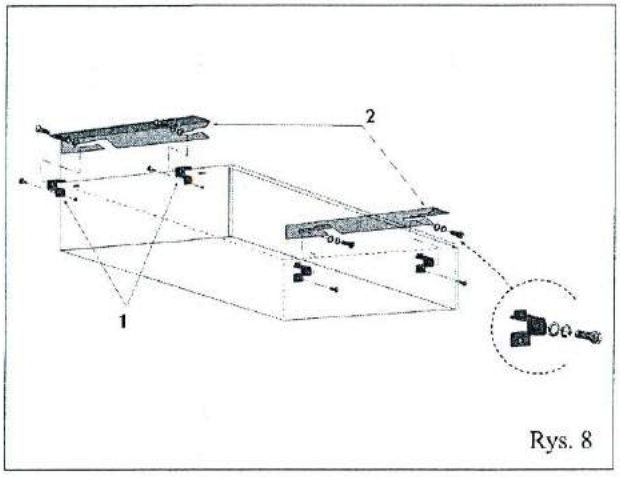

Rys. 8
- Włożyć 4 wsporniki (1 na rys. 8) do otworów po obu stronach urządzenia; włożyć górną część w otwór i przykręcić dolną część dostarczonymi śrubami.
- przymocować kołnierze (2) do sufitu za pomocą kołków rozporowych (nie dostarczone); W celu prawidłowego pozycjonowania odnieść się do rysunków z wymiarami.